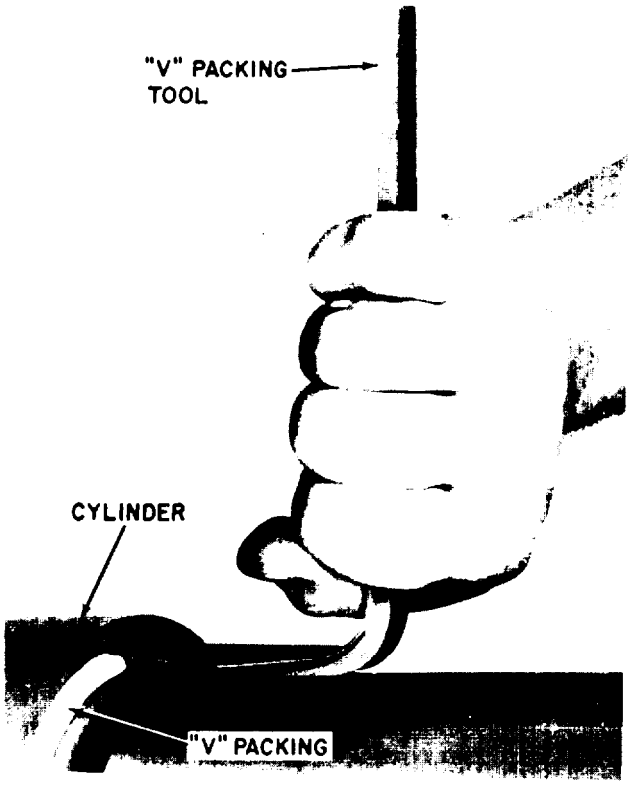

Figure 5-157. "V" Packing Tool
DO NOT secure gland nut. Use packing tool to install packings into mating tube as shown in figure 5-157.
j. Replace "V" packings and gland nut on primary piston. Use tool for guiding in "V" packings as shown in figure 5-157. DO NOT secure gland nut.